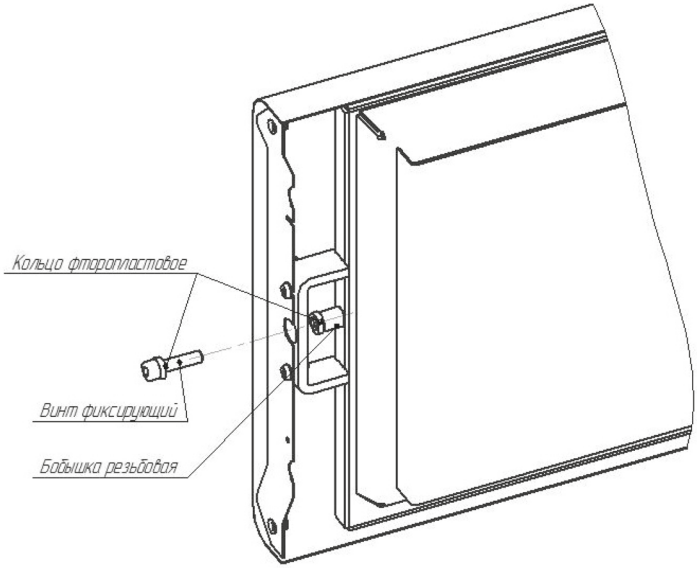

Рисунок 7.2
2. Выкрутить фиксирующий винт при помощи ключа шестигранного 5 (входит в комплект) рис. 7.2.